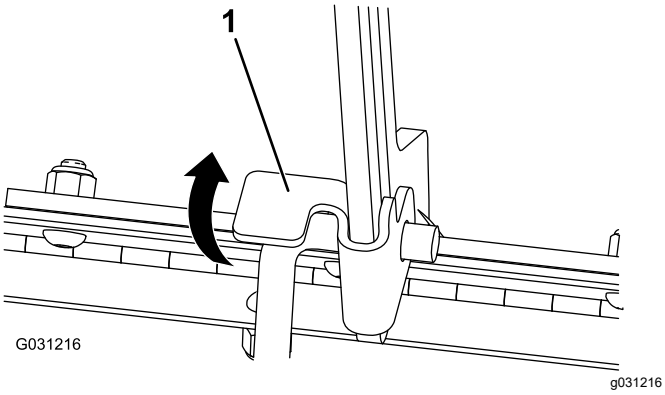

Figuur 33
1. Trek het lipje waarmee de steunstang bevestigd is omhoog (Figuur 33)